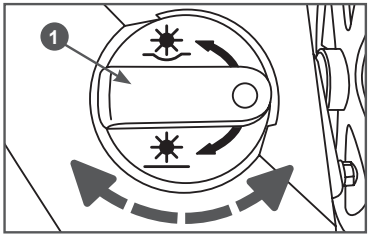

Рис. 13 Регулировка глубины обработки
При вращении ручки 1 по часовой стрелке (смотреть сверху) высота корпуса скарификатора относительно земли увеличивается, при вращении ручки 1 против часовой стрелки высота корпуса скарификатора относительно земли уменьшается (Рис. 13).
1. Установите скарификатор в начале участка работы и вращением ручки 1 (Рис. 13) установите требуемую глубину обработки газона.